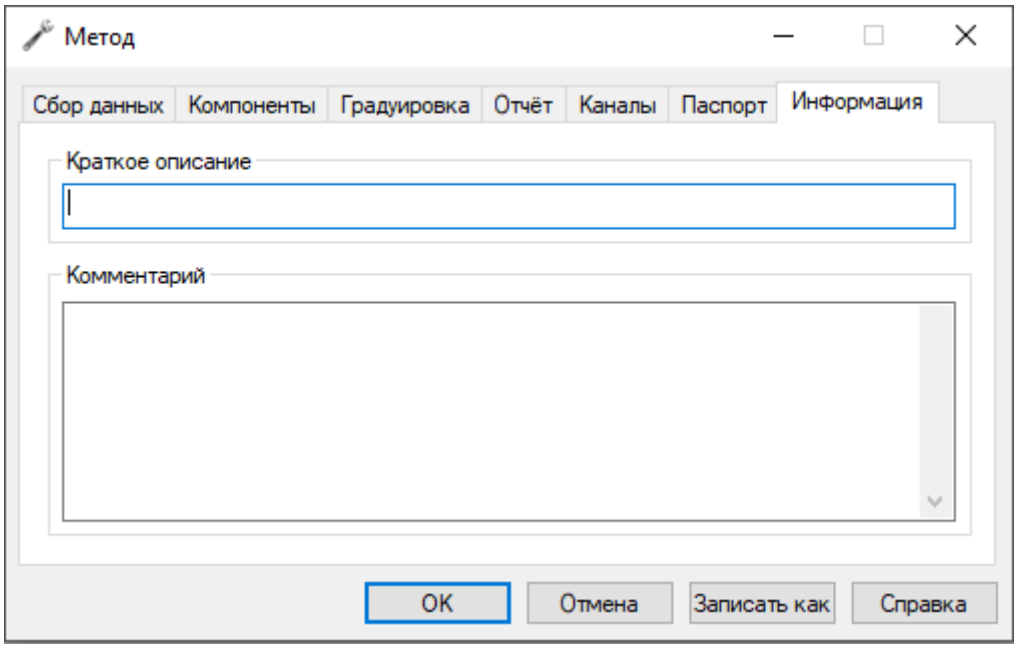

Рис. 39: Метод > Информация
8. Во вкладке *Информация* (Рис. 39) укажите информацию о методе: